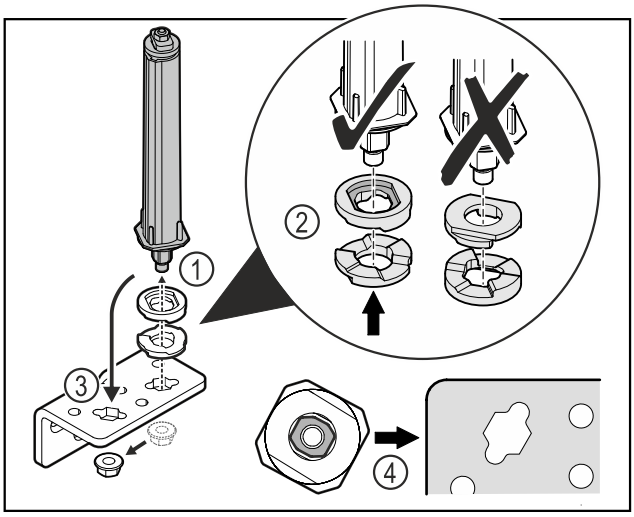

Fig. 16
▶ Desfaceți piulița și îndepărtați sistemul de închidere a ușii *Fig. 16 (1)*.
▶ Aveți în vedere alinierea corectă a șaibelor de reglaj pe înălțime *Fig. 16 (2)*.
▶ Mutați sistemul de închidere a ușii în colțarul balamalei și fixați cu piulița *Fig. 16 (3)*.
▶ La utilizare aveți în vedere alinierea corectă a sistemului de închidere a ușii *Fig. 16 (4)*.